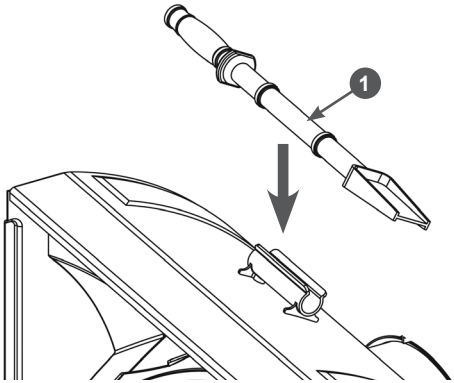

**Рис. 37 Расположение лопатки для очистки**
3. Для очистки всегда используйте специальную лопатку, а не руки. Лопатка 1 прикреплена к верхней части кожуха шнеков (Рис. 37).